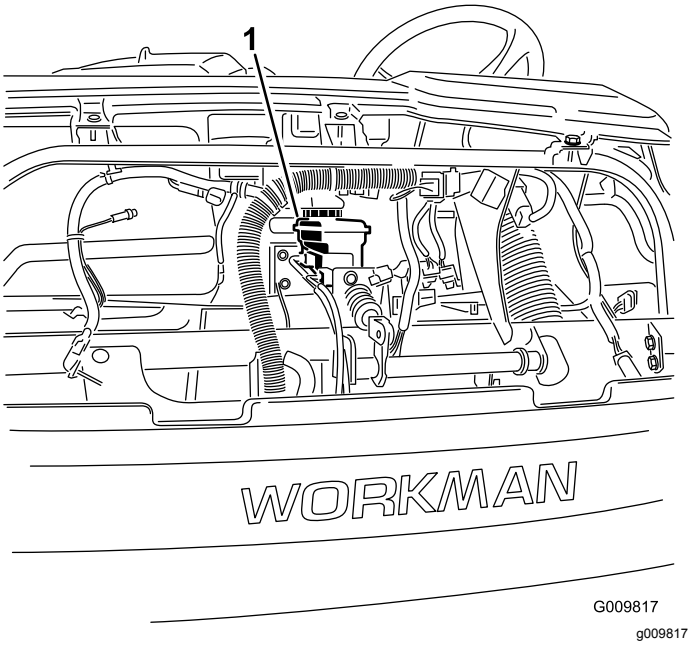

Figur 54
4. Hev panseret for å få tilgang til hovedbremsesylinderen og -beholderen (Figur 54).